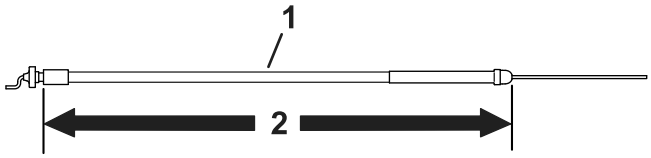

図 7
- モデル 04056 以外のすべてのトラクションユニットには、長さ 158.3 cm のスロットルケーブルを使用する図 7を参照。